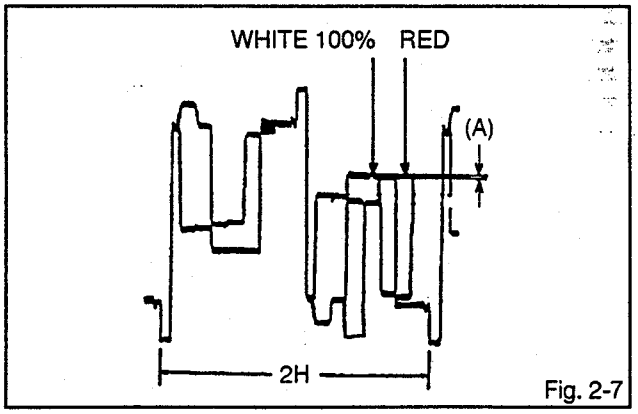

Fig. 2-7
4. Press the VOL. UP/DOWN button on the remote control until the waveform point (A) becomes 0.0 ± 0.1Vp-p. **(Refer to Fig. 2-7)**